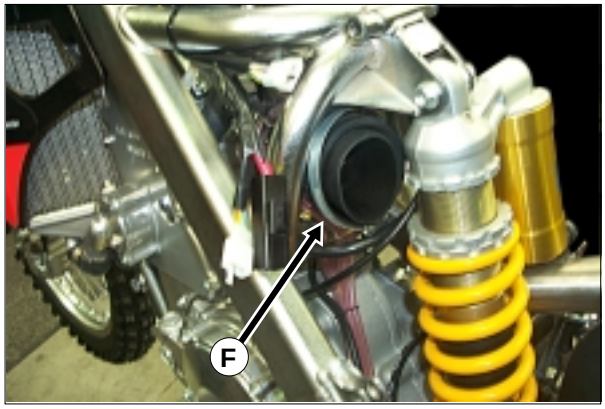

Fig. 37
- Allentare la fascetta di innesto del manicotto sulla scatola filtro aria F (Fig.37).
- Loosen the coupling engagement clamp on the air filter box aria F (Fig.37).
- Die Kupplungsklemme der Muffe auf dem Gehäuse des Luftfilters F lockern (Abb. 37).
- Desserrer le collier de raccordement de la durit sur le corps du filtre à air F (Fig.37).